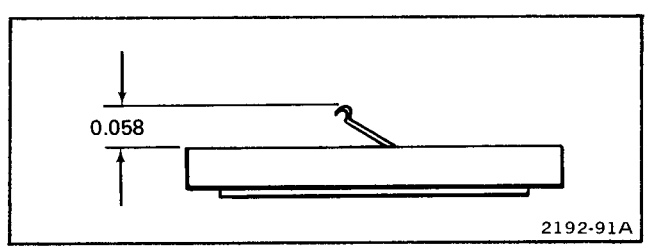

Fig. 5-12. FUNCTION switch contact height.
4. Check contacts (on the seven wafers) for the correct height (0.058 inch from the outside edge of the wafer as shown in Fig. 5-12).